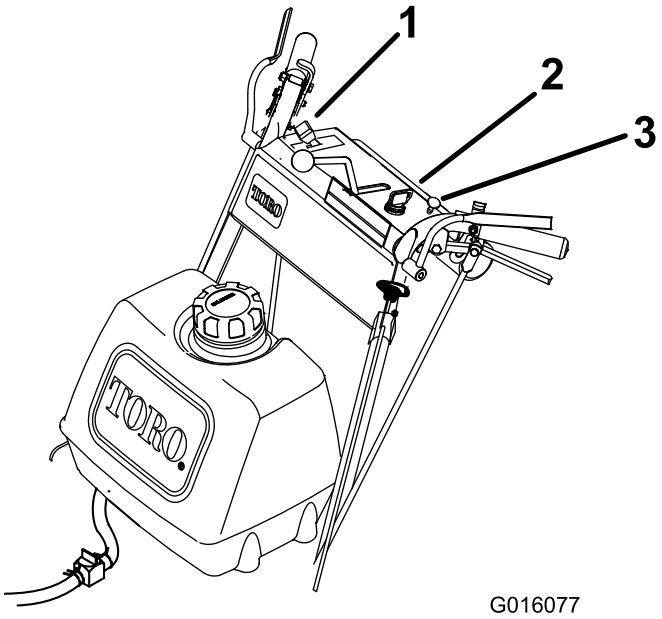

Figura 9
11. Mueva el mando del estárter a la posición de desconectado a medida que el motor se caliente (Figura 9).
2. Mueva la palanca del acelerador a lento (Figura 9).